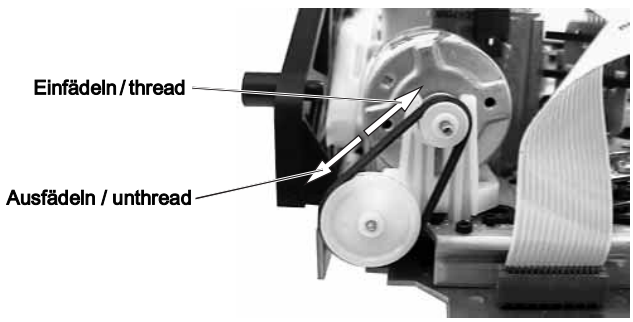
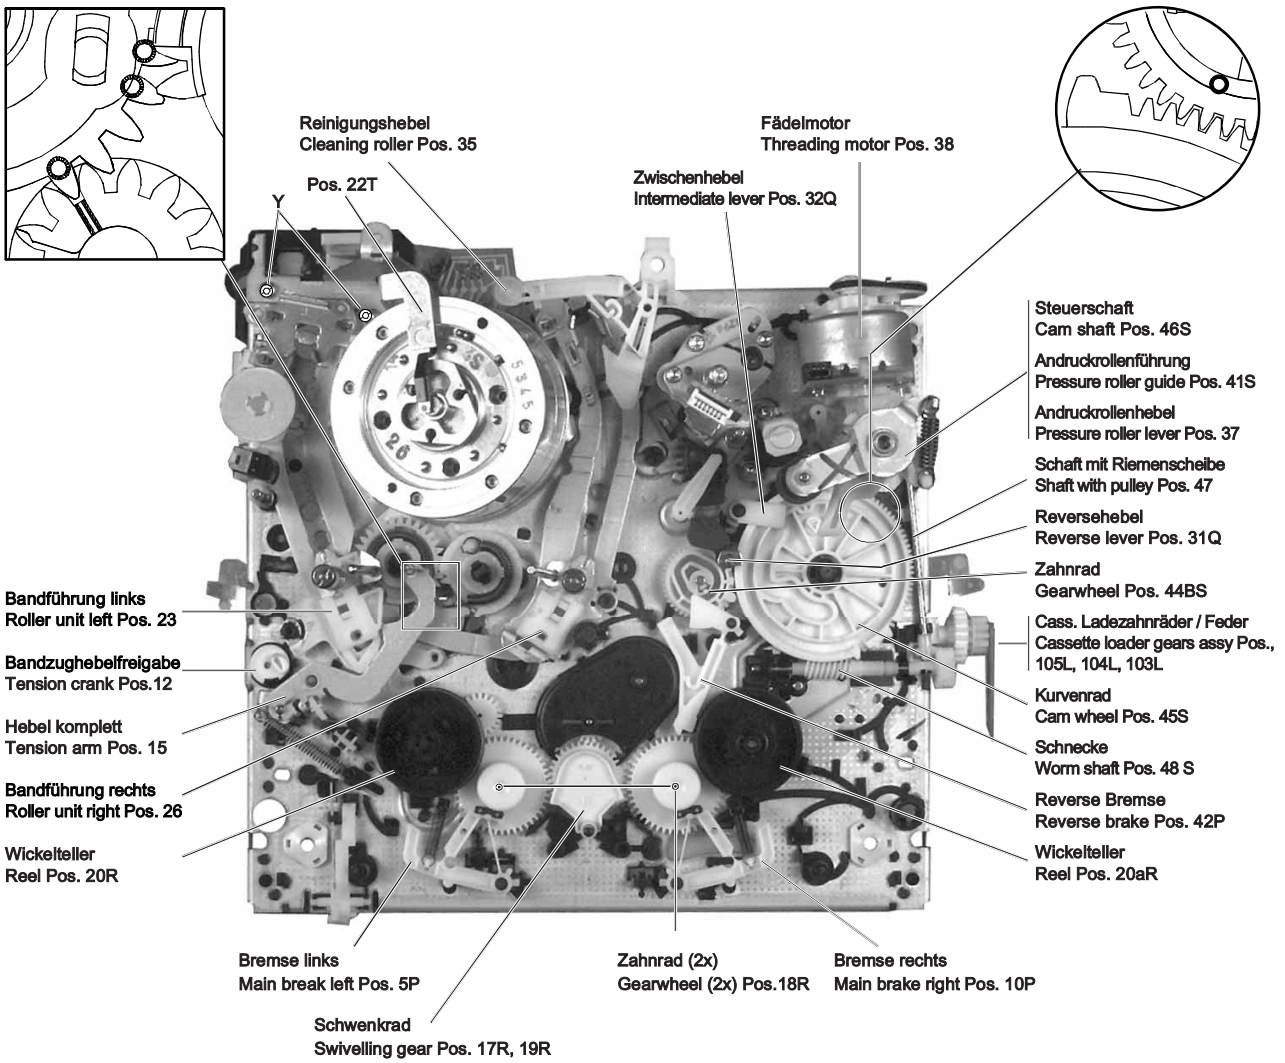
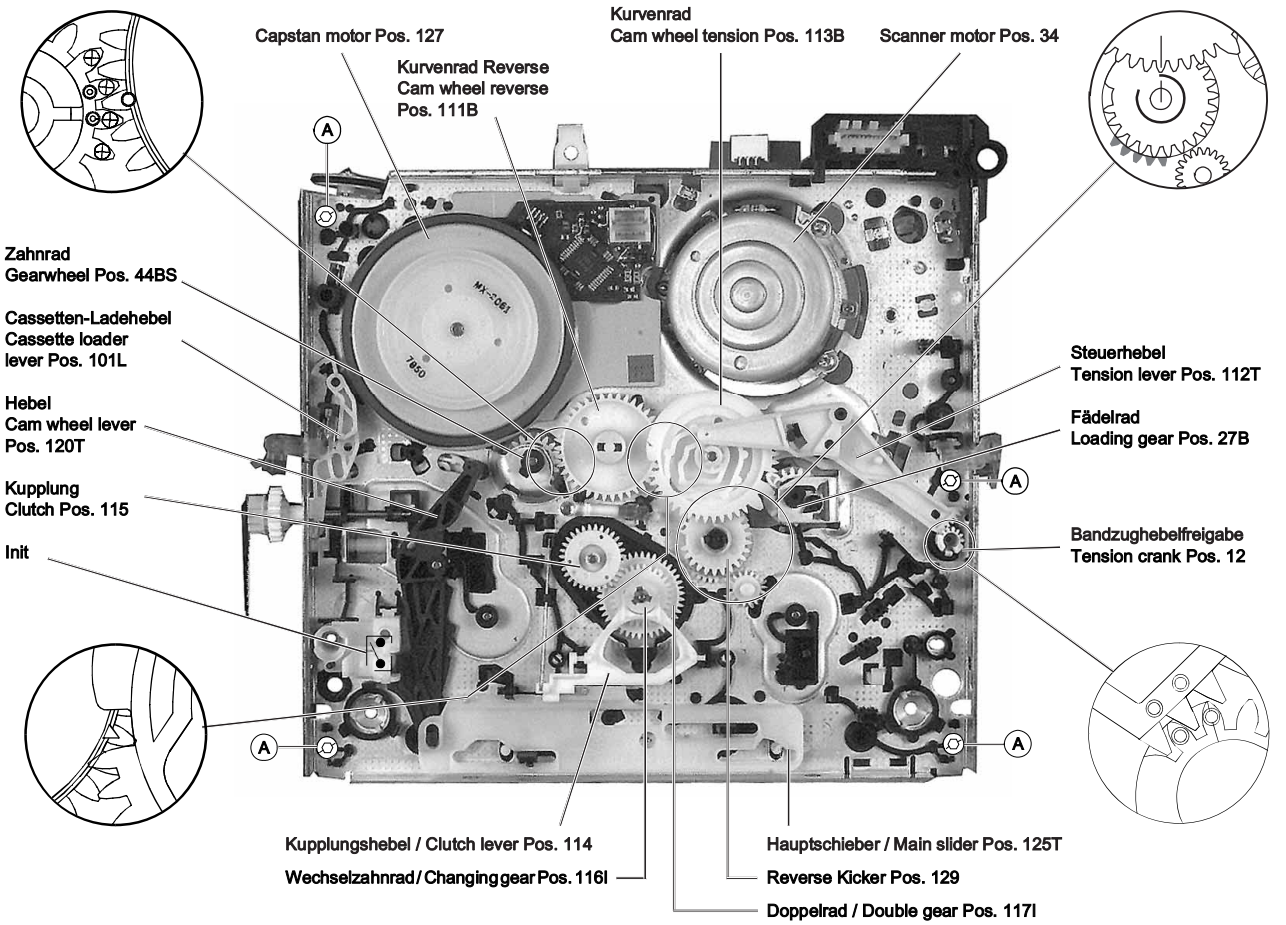
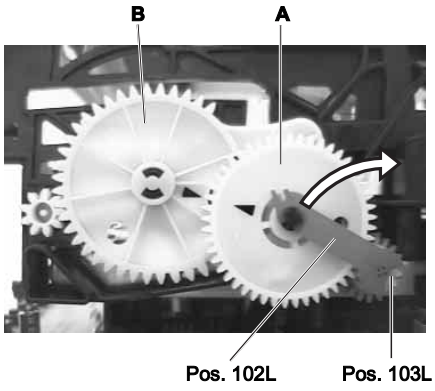

Fig. 3
Fig. 4
Fig. 5
Fig. 6
– Fädelmotor drehen (Fig. 3), bis der Cassettenschacht abgesenkt ist.
– Turn the threading motor (Fig. 3) until the cassette compartment is down.
Wenn nach dem Drücken der Eject-Taste das Laufwerk nicht ausfädelt und die Cassette auswirft, kann dies auch von Hand durchgeführt werden. Dazu ist das Antriebsrad des Fädelmotors zu drehen (Fig. 3). Um Bandschlaufen zu vermeiden, muß wechselweise auch der Capstanmotor (Pos. 127, Fig. 5) entgegen dem Uhrzeigersinn bewegt werden, bis das Band komplett in der Cassette aufgewickelt ist.
If the tape deck does not unthread and eject the cassette by pressing the Eject button this function can also be effected manually by turning the driving gear at the threading motor (Fig 3). To avoid slackening of the tape, turn the capstan motor (counterclockwise, Pos. 127, Fig. 5) and the driving gear alternately until the tape is completely wound up in the cassette.
Nachfolgend sind die markierten und gerichtet einzubauenden Teile der Ober- und Unterseite im Detail dargestellt (Fig. 4, Fig. 5).
The following diagrams show in detail the marked components and their correctly aligned position on the top and bottom side (Fig. 4, Fig. 5).
- Antriebsrad des Fädelmotors in Drehrichtung "Einfädeln" (Fig. 3) so weit drehen, bis das Zahnrad (Pos. 103L, Fig. 6) entriegelt ist.
- Klammer (Pos. 102L) von der Achse des Zahnrades "A" lösen (Fig. 6).
- 4 Befestigungsschrauben (A) (Fig. 5) des Cassettenschachtes an der Unterseite entfernen.
- Turn the driving gear of the threading motor in the "threading" direction (Fig. 3) until the gearwheel (Pos. 103L, Fig. 6) disengages.
- Release the bracket (Pos. 102L) from the shaft of gearwheel "A" (Fig. 6).
- Unscrew the 4 screws (A) (Fig. 5) on the underside of the cassette compartment.
- Cassettenschacht abgesenkt und Zahnrad "A" (Fig. 6) eingerastet.
Hinweis: Bei Cassettenliftzahnrädern (A und B, Fig. 6) mit Markierungspfeilen müssen die Pfeile zueinander zeigen.
- Cassettenschacht mit den 4 Schrauben (A) (Fig. 5) unten befestigen.
- Klammer (Pos. 102L) auf der Achse des Zahnrades "A" einrasten (Fig. 6).
- Cassette compartment down, gearwheel "A" (Fig. 6) engaged.
Note: For video recorders which are fitted with cassette lift gear wheels (A and B, Fig. 6) marked with arrows, the arrows must show towards each other.
- Fasten the cassette compartment with the 4 screws (A) (Fig. 5) at the bottom.
- Place the bracket (Pos. 102L) onto the shaft of gearwheel "A" and lock it in (Fig. 6).
– 2 Schrauben Y (Fig. 4) herausdrehen, Haltewinkel (Pos. 22T, Fig. 4) und Kopfverstärker abnehmen.
– Undo 2 screws Y (Fig. 4), remove the bracket (Pos. 22T, Fig. 4) and the head amplifier.